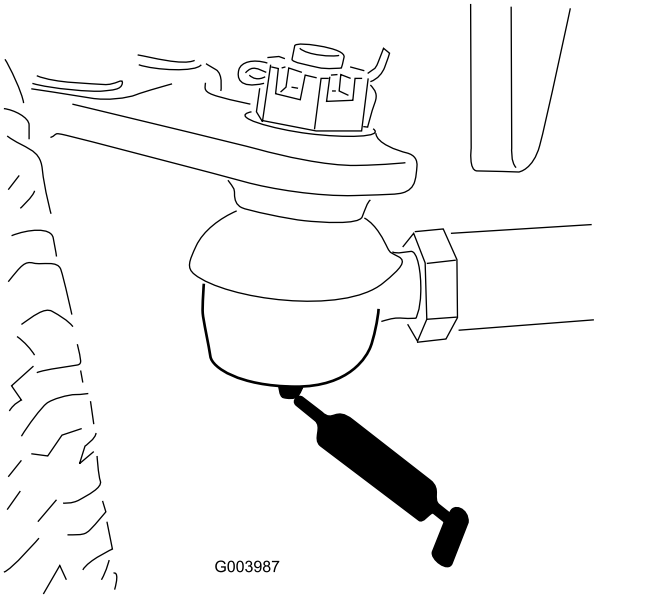

Рисунок 40
- Тяги заднего моста (2 шт.) (Рисунок 40)